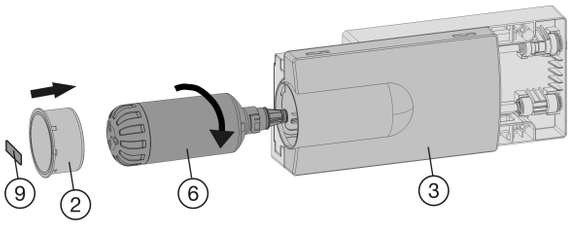

*Fig. 41*
▶ Coloque la tapa del cajón *Fig. 41 (3)*.
▶ Retire la lámina del filtro de agua *Fig. 41 (6)*.
▶ Coloque el filtro de agua *Fig. 41 (6)* y gírelo unos 100° hacia la derecha hasta que haga tope.
▶ Introduzca la tapa del filtro *Fig. 41 (2)*.
▶ Anote la fecha de la próxima sustitución en la etiqueta adhesiva *Fig. 41 (9)* suministrada y pegue dicha etiqueta en el módulo.